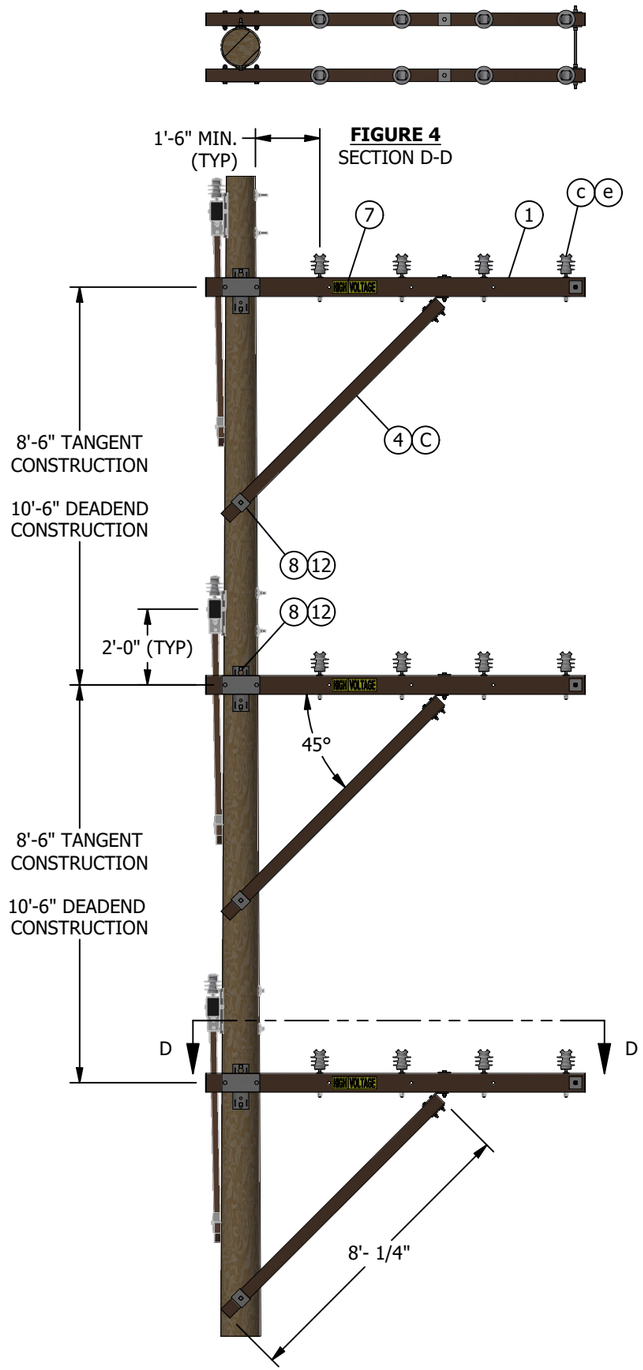

FIGURE 4
(B) BEYOND THE LIMITATIONS LISTED IN NOTE A, DOUBLE ALLEY ARM CONSTRUCTION (FIGURES 4, 5, 6, 8, AND 9) IS REQUIRED.